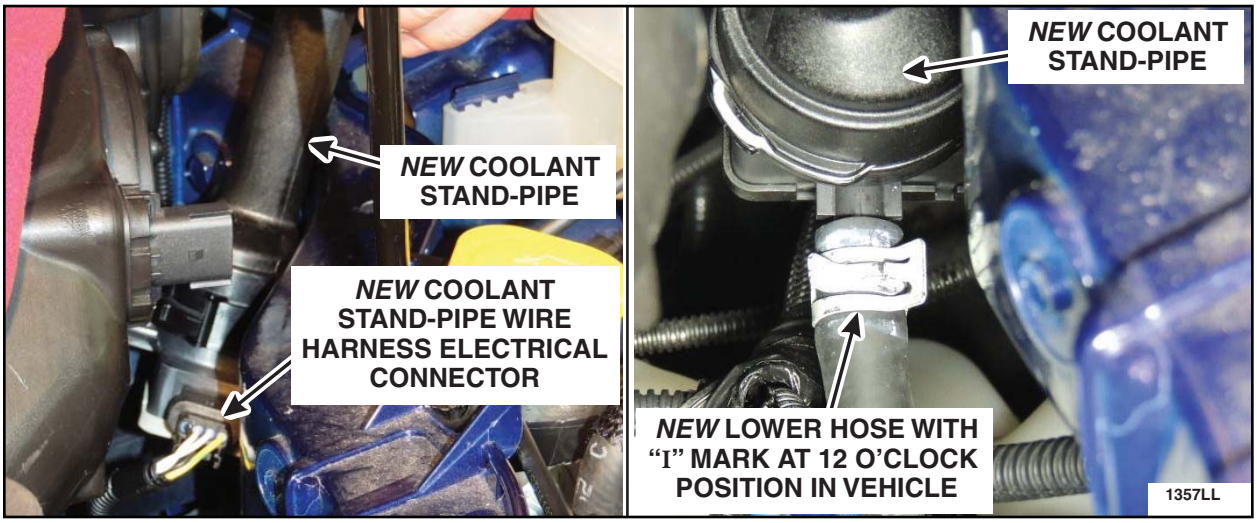

FIGURE J4
6. Connect the *new* coolant stand-pipe wire harness electrical connector to the *new* coolant stand-pipe. See Figure J4.
7. Install the *new* clamp onto the *new* lower hose. Align and connect the *new* lower hose from the previously installed *new* coolant hose assembly to the lower port on the *new* coolant stand-pipe. See Figures J4 and J5.
- Ensure the "I" mark on the *new* lower hose is in the 12 o'clock position. See Figure J4.
- The *new* clamp, when installed, should also be aligned with the "I" mark, in the 12 o'clock position. See Figure J4.